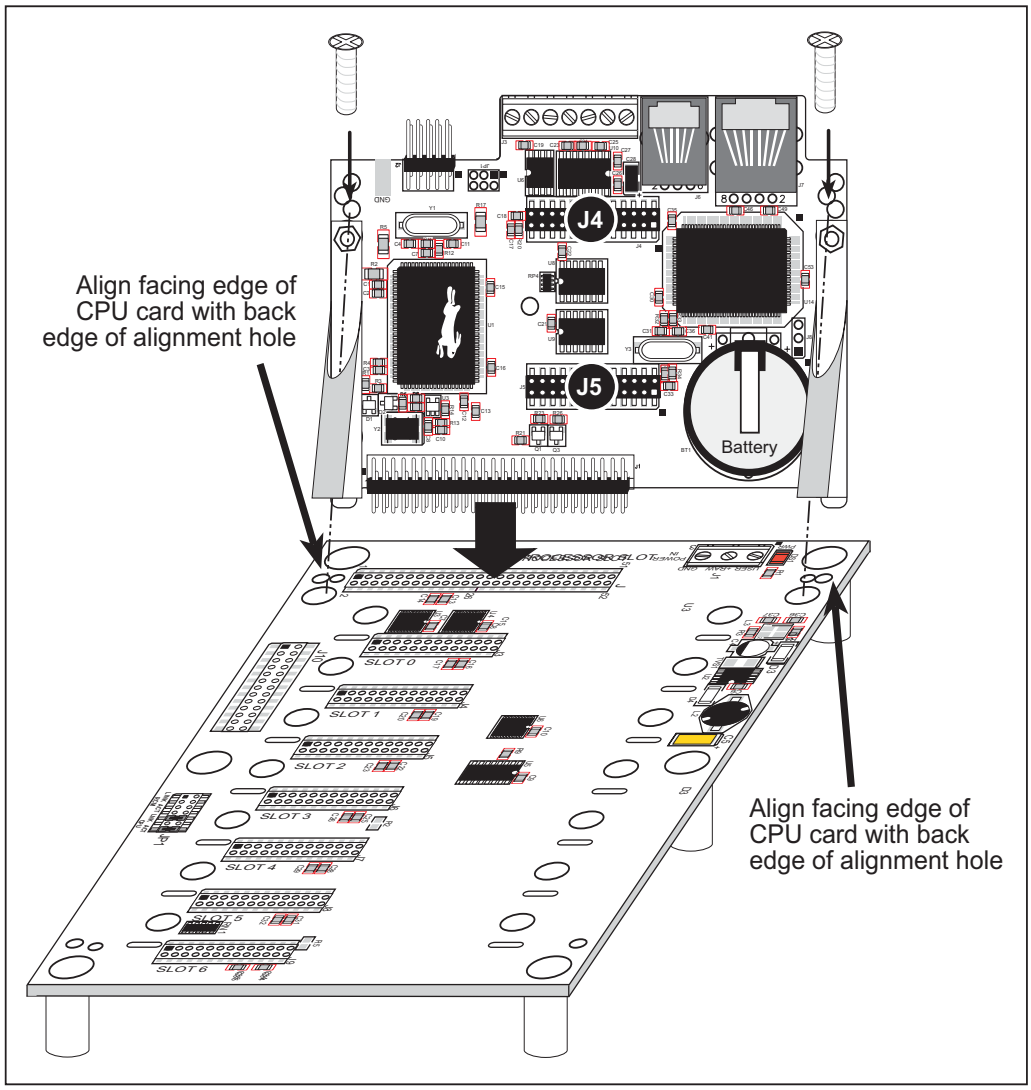

***Figure 1. Attach the CPU Card to the Backplane***
1. Orient the backplane with the **PROCESSOR SLOT** facing away from you as shown in Figure 1.
2. Position the CPU Card above the backplane as shown in Figure 1.
3. Carefully insert the CPU Card header into the **PROCESSOR SLOT** on the backplane and line up the facing edge of the CPU Card with the back edge of the alignment holes on the backplane as shown in Figure 1.